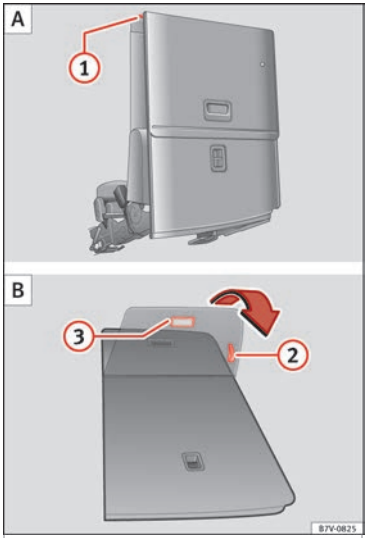

Fig. 88 Third row of seats: fold down the rear seat to load A then return to position B
- If necessary, pull on the lever ››› **Fig. 88** ② to move the seat to the required position.
- Pull lever ››› **Fig. 88** (1) back and fold the seat backrest forwards. The rear seat folds forward ››› ⚠ and the cushion also moves forward.
- Pull on the handle ››› **Fig. 88** (2) to put the seat tray back in position.
- Pull on the handle ››› **Fig. 88** (3). The entire seat folds backwards.